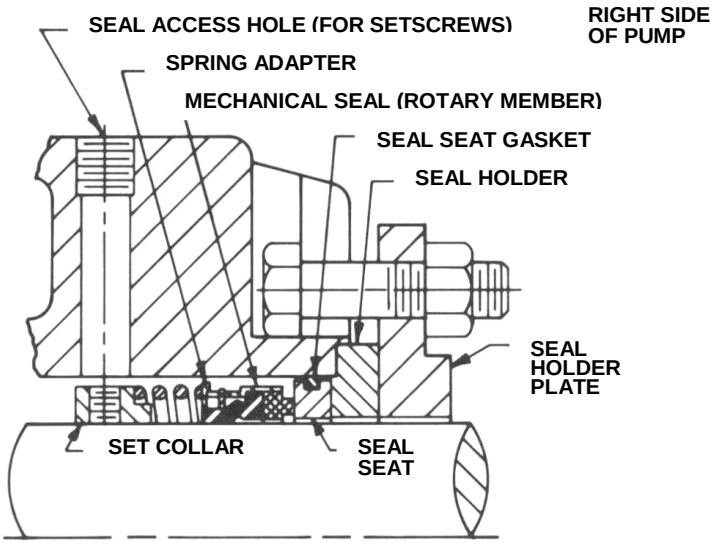

FIGURE 6 – STANDARD MECHANICAL SEAL
4. Standard Mechanical Seal (synthetic rubber bellows type) uses a set collar behind the seal spring. Two setscrews must be loosened before shaft can be removed. Access to collar setscrews is through seal access hole on right hand side of mounting bracket (viewed from shaft end, **Refer to Figure 6.**)